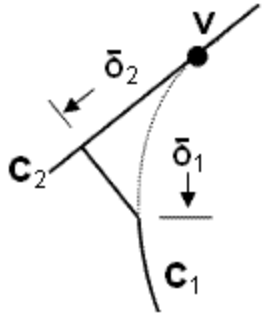

Figure 1. Collapse angle syntax
The collapse angle command is used to eliminate small angles at vertices, where curves meet at a tangential point. The command will split each curve at a specified distance (δ1 and δ2) as shown in Figure 1, and create two new vertices along those curves. The remaining small angle will be composited into its neighboring surface using virtual geometry. One of two methods may be used for specifying options for the **collapse angle** command: **(1) Simple**, and **(2) Complete** as described below:
(1) Simple
The **arclength** option will split each curve at a specified distance δ1 and δ2, (See Figure 1) measured from the vertex. You must input at least one **arclength** for each of the options listed below.